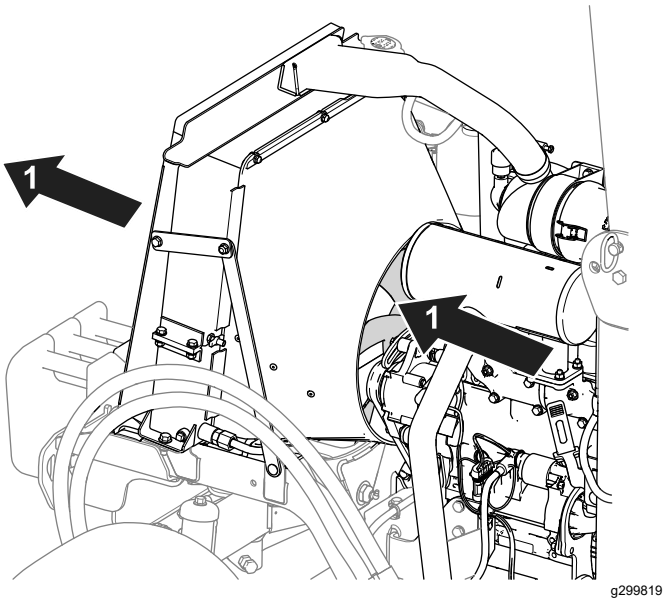

Figur 74
- Använd tryckluft för att rengöra kylflänsarna. Rikta luften ut från maskinen (Figur 74).